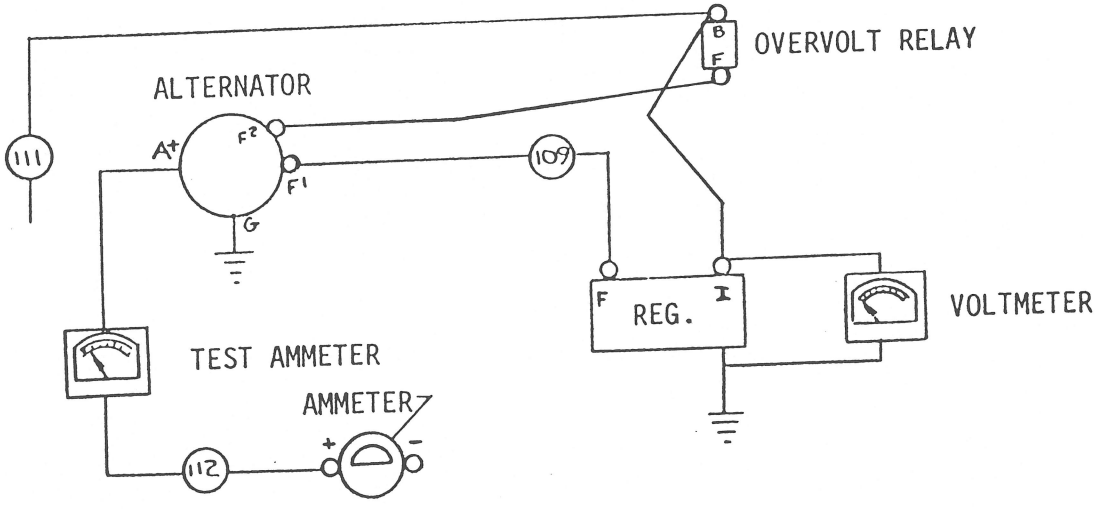

FIGURE 9-4.
9-11. TESTING THE REGULATOR FIGURE 9-4
a. Connect test meters as shown in Figure 9-4.